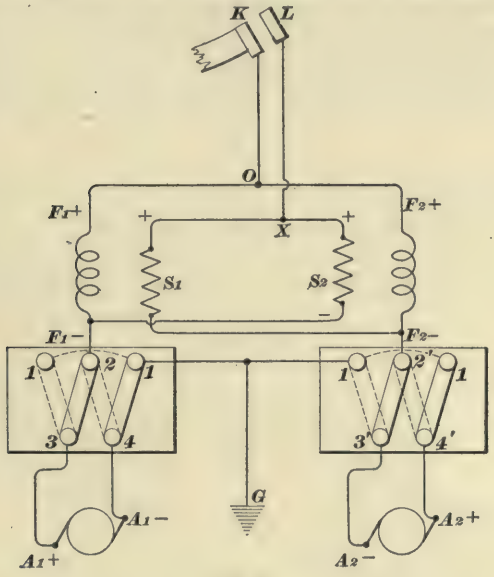

FIG. 31.
**40. Shunt Terminals Interchanged.**—If the two ends of the shunt on one motor become mixed, it can do no harm, because the polarity of the motor depends in no way on which end of the shunt the current goes in, and, as the shunt is used merely as a by-path for the field current, the current can go into it at either end. It does not matter whether the lower ends of the shunts become confused, as indicated by the dotted lines, provided both motors are in good order, because, so long as this last condition exists, the two fields and the two shunts are always in multiple, whether the lower ends of the two shunts are crossed, as shown in Fig. 31, or not. In case anything happens to one motor, the crossed shunt wires are apt to mislead the man whose job it is to look for the trouble.